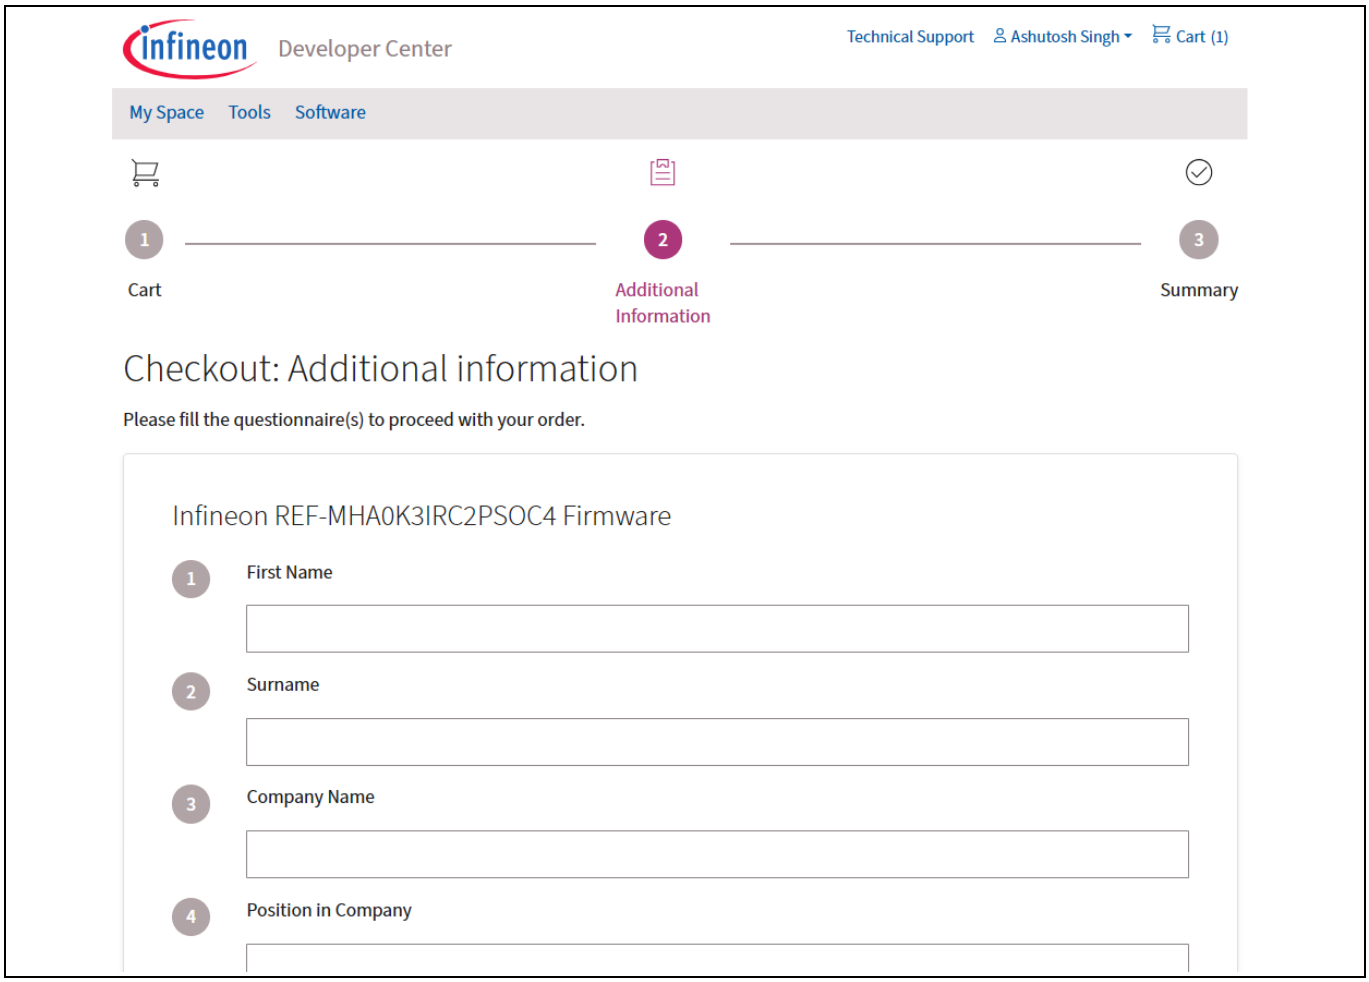

Figure 5 Fill the Checkout: Additional Information questionnaire
5. After requesting, the "**Checkout: Additional Information**" Questionnaire is displayed (see Figure 5).